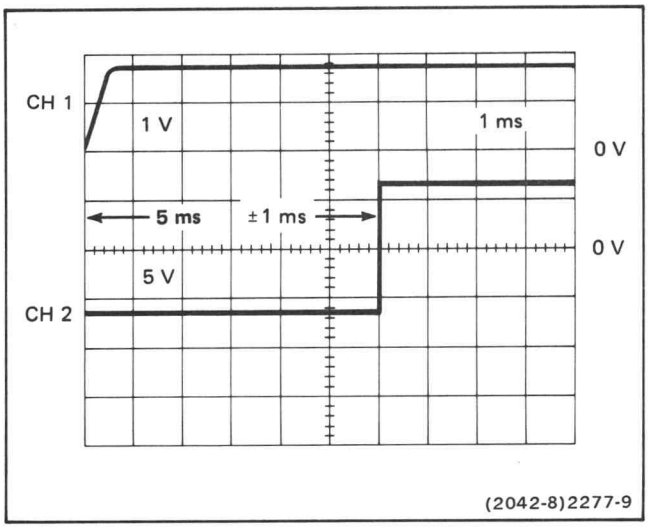

Fig. 3-9. QRS timing.
b. CHECK--Interval to first positive-going edge at TP360 is 5 ms, [plus or minus] 1 ms (see Fig. 3-9).